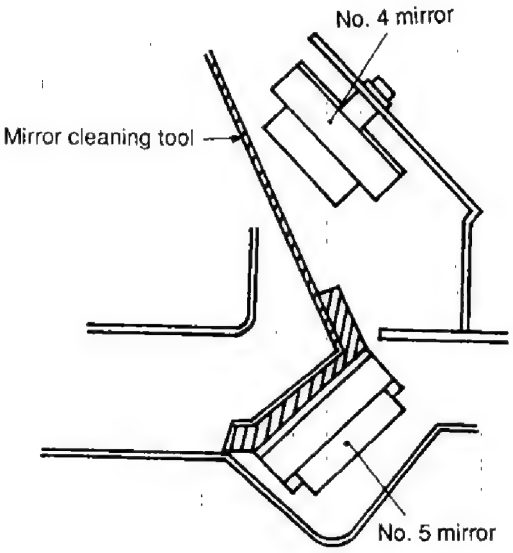

Figure 4-21
3) Push the mirror cleaning tool against the No. 5 mirror as shown in Figure 4-21, and clean the lens by sliding it back and forth.